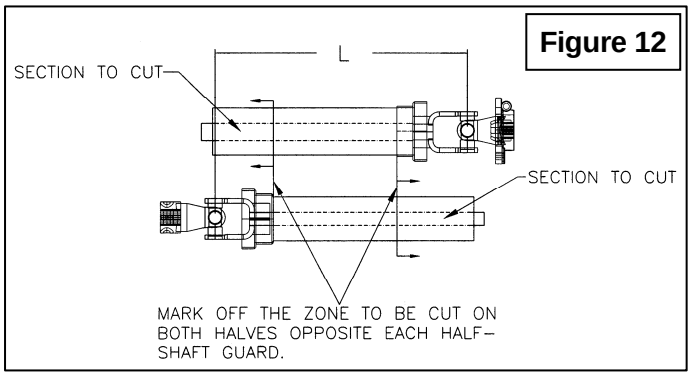

Figure 12
3. Hold the two half-shaft side by side and locate the **"L"** length between the two center-to-center half-shaft universal joints. Mark off the zone to be cut on both halves opposite each half-shaft guard as shown on **Figure 12**.